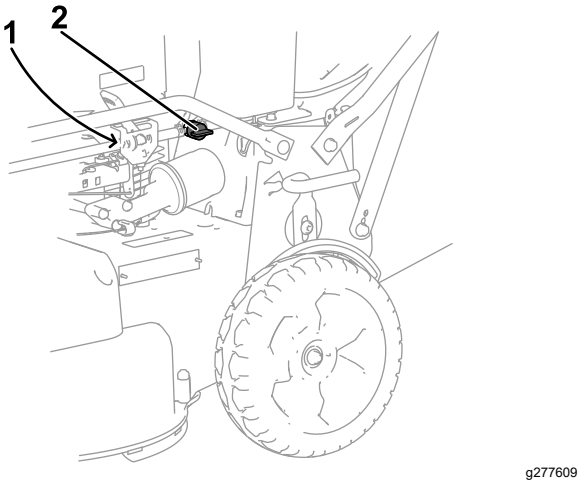

Figure 31
3. Fermez le robinet d'arrivée de carburant (Figure 31).
4. Déposez le filtre à carburant (Figure 31) de la conduite de carburant en desserrant les colliers qui entourent le filtre.